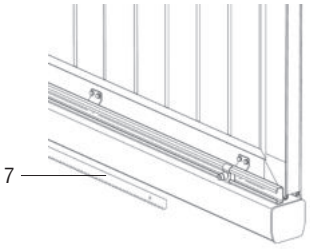

Рисунок 5
6. Р сположите получившийся крепежный узел н против отверстия в зубч той рейке (7) (рисунок 5).